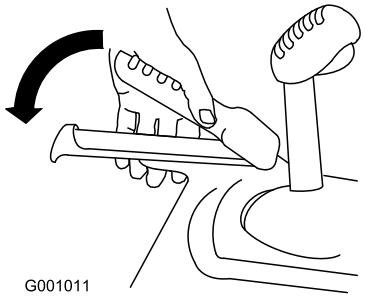

Figur 21
3. Klem traktionsgrebet til venstre for håndtaget (Figur 21).
6. Klem traktionsgrebet til venstre for håndtaget (Figur 21).